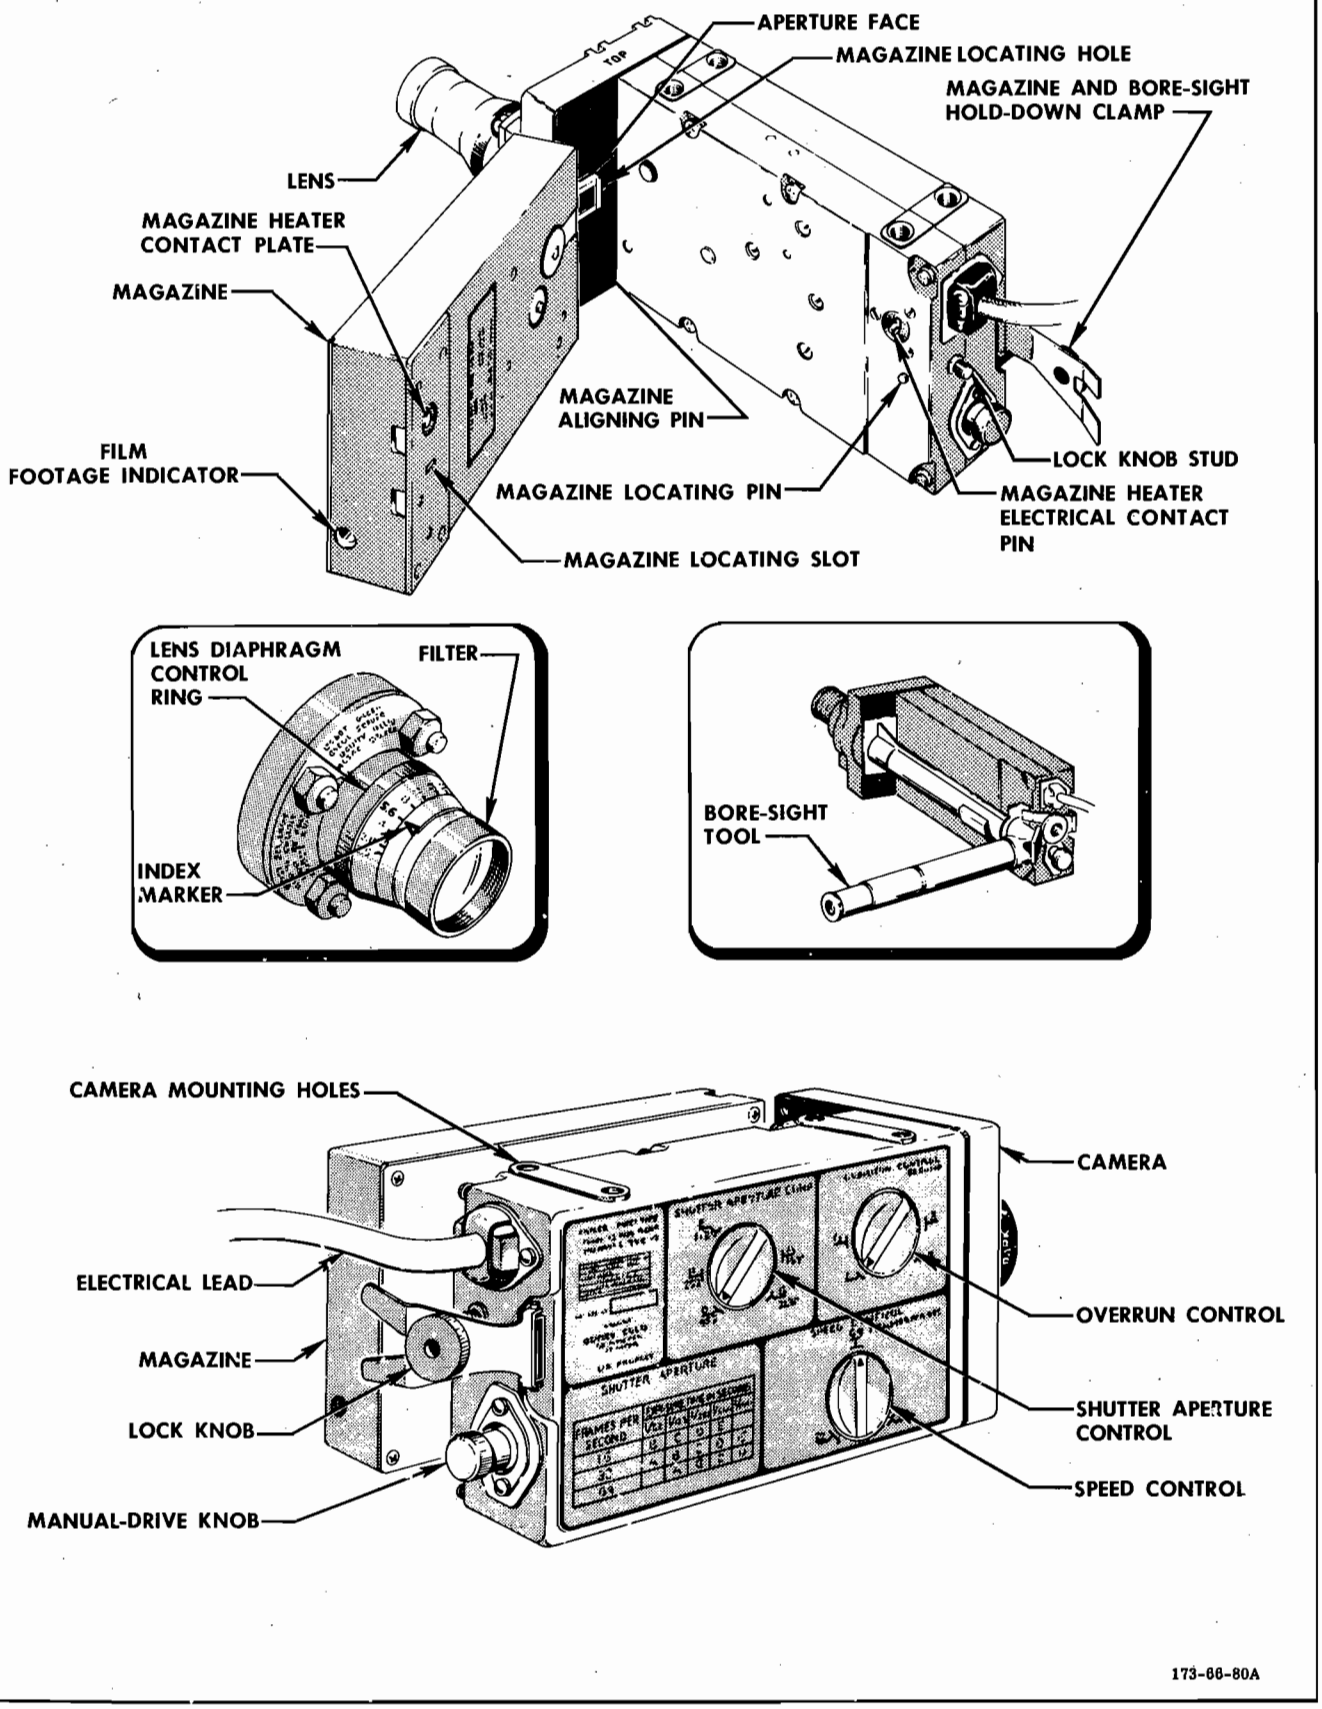

Figure 9-30. AN-N9 Sight Reticle Camera
9-177. The AN-N9 sight reticle camera (figure 9-30) is an electrically operated, magazine-type, 16 mm motion-picture camera with an adjustable 35 mm focal-length lens and a filter. The camera contains a constant-speed 24-volt d-c electric motor equipped with a thermal protective device, a variable-ratio gear train, a governor, a trip relay, a lens diaphragm control ring, and overrun control, a shutter speed control, a shutter aperture control, and thermostatically controlled camera and magazine heaters. Additional camera components include a 180-degree erector head mounted on the camera lens, a camera reflector glass mounted forward of the erector head (figure 9-29), and a shutter aperture remote-control switch on the right vertical console in the cockpit. The lens diaphragm control ring is on the camera lens body. It permits manual adjustment of the lens opening ("f" stops) for various light conditions and shutter speeds. The overrun control permits an overrun time of from 0 to 3 seconds, in one-second increments, to be manually set into the camera. When the overrun control is set at any values above "0", the camera will run for that period after the trigger is released. During the overrun period, an identification marker is electrically projected in front of the shutter aperture. This marker is photographed when the camera is in operation and provides a means of identifying overrun time film footage. By varying the ratio of the gear train that couples the camera drive motor to the shutter, the speed control governs the number of film frames per second ("16," "32," or "64") exposed when the camera is in operation. Normal photography requires 16 frames per second; semislow-motion photography, 32; slow-motion photography, 64. The shutter aperture control governs the number of degrees the shutter opens for each frame (in effect, the film exposure time). The aperture is adjustable to compensate for various light conditions and shutter speeds. The aperture may be varied either by the manual shutter aperture control on the camera or the aperture remote-control switch on the right vertical console. The shutter aperture control on the camera provides 5 settings: "A" (180 degrees), "B" (92 degrees 10 minutes), "C" (46 degrees 5 minutes), "D" (23 degrees 2 minutes), and "E" (11 degrees 31 minutes). The shutter aperture remote-control switch in the cockpit provides an "OFF" position and three settings, "BRIGHT," "HAZY" and "DULL." These three settings correspond, respectively, to the "E," "C" and "A" settings on the manual shutter aperture control on the camera. The thermostatically controlled camera and magazine heaters operate at internal temperatures below 10°C (50°F) and cut off above 15.6°C (60°F). An automatic recycling counter indicates the length of unexposed film in the magazine. Three film footage indicators are located on the magazine: one on the lower aft end, one on the
b. Install bore-sight tool on camera. Clamp tool in position in the same manner as magazine is clamped to camera. (See figure 9-30.)
9-181. SETTING AN-N9 SIGHT RETICLE CAMERA SHUTTER SPEED. Speed selection is manually obtained by rotation of the speed control knob (figure 9-30) until the pointer on the knob is aligned with the desired speed marking ("16," "32," or "64" frames per second). The camera provides built-in click stops, permitting the speed control knob to be detented into the selected speed setting.
a. Remove dust and film emulsion deposits from raised, chromium-plate aperture face (figure 9-30) with a soft brush or clean, soft, lint-free rag.
9-186. LOADING AND PREPARING AN-N9 SIGHT RETICLE CAMERA FOR USE. To load and prepare the camera for use (figure 9-30), proceed as follows: